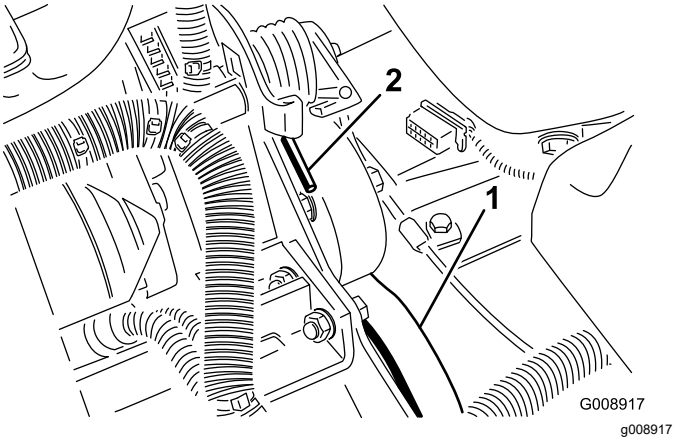

Figur 77
2. Tryk ned og fremad på fjederenden (Figur 77) for at løsne den fra konsollen og løsne spændingen på fjederen.